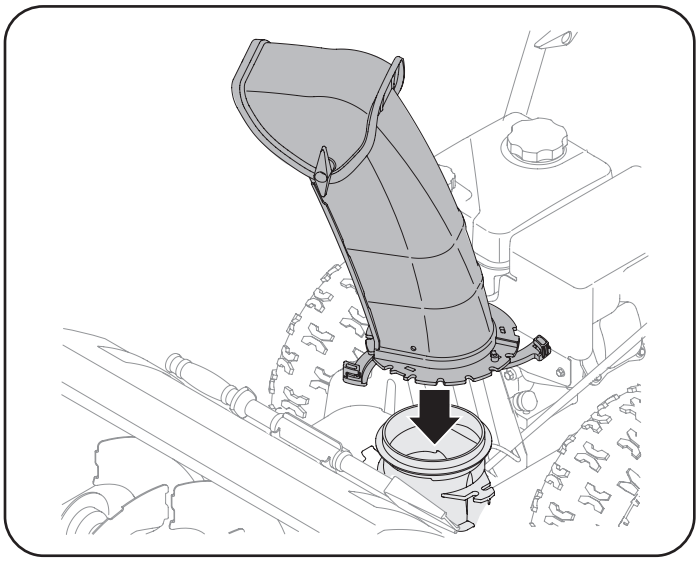

Figura 9
1. Ubique el conjunto del canal sobre la base. Consulte Figura 9.